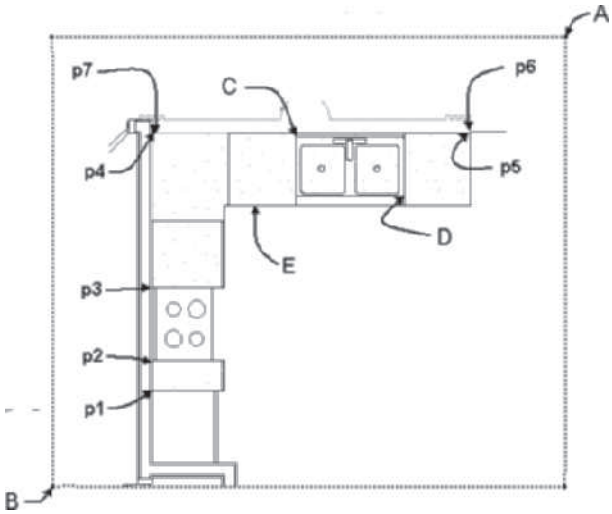

FIGURE 10.44 *Selection points for counter top wall style*
(1) Body Modifiers added to the selected object.
50. Choose SE Isometric from the View Cube. Select **Realistic** from the **Visual Styles** flyout menu of the Visual Styles panel in the **View** tab to view the complete kitchen as shown in Figure 10.44.